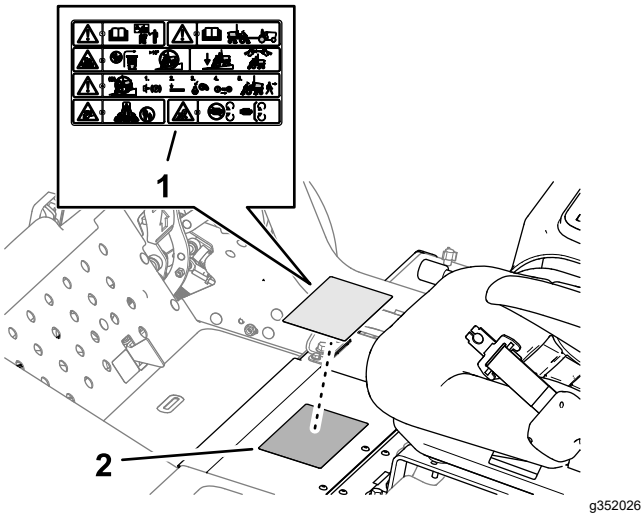

Figuur 24
1. Veeg de standaard waarschuwingssticker schoon met alcohol en laat het frame drogen (Figuur 24).
2. Verwijder de rug en breng de CE-waarschuwingssticker (onderdeelnr. 138-1186) aan over de standaard waarschuwingssticker zoals getoond in Figuur 24.